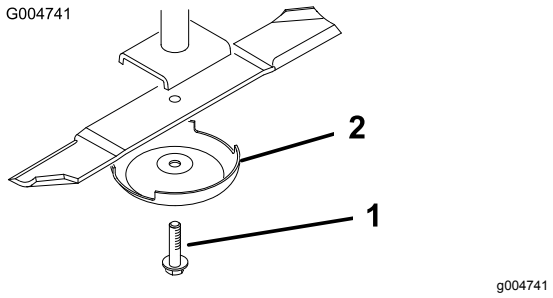

Figuur 117
3. Verwijder de mesbout, de antiscalpeercup en het mes van de as (Figuur 117).